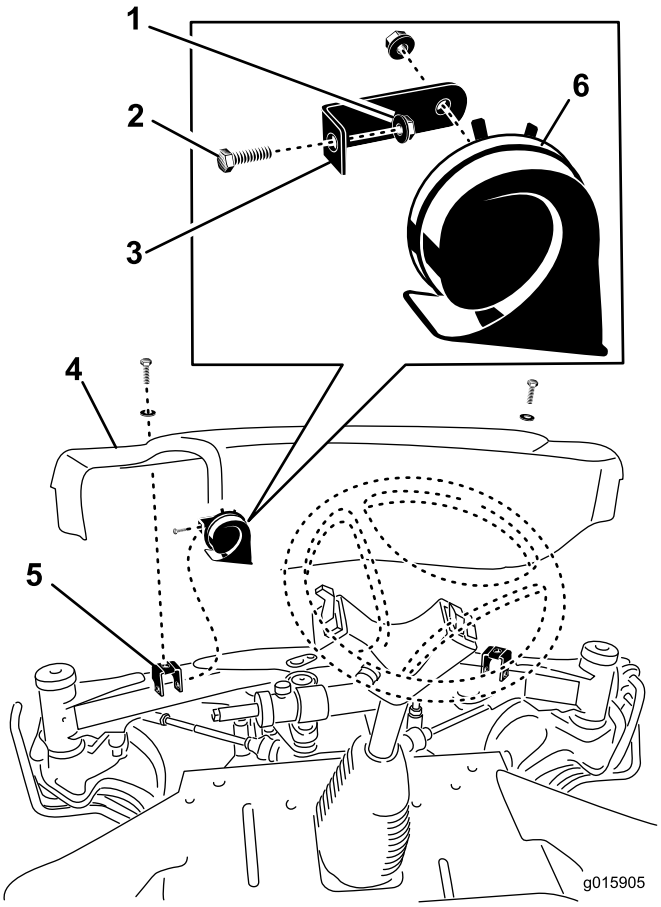

Figuur 7
1. Verwijder de (2) schroeven en ringen waarmee de voorkap aan de beugels van de vooras bevestigd is (Figuur 7). Verwijder de voorkap.
2. Monteer de claxonbeugel op de linkermontagebeugel van de kap met de 5/16 x 3/4 inch schroef en 5/16 inch flensmoer (Figuur 7).
4. Als de kabelboom aangesloten is op de claxon, monteert u de voorkap op de vooras met de (2) schroeven die u eerder verwijderd hebt.